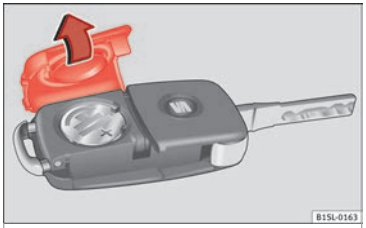

Fig. 30 Vehicle key: battery compartment cover
- Remove the cover from the back of the vehicle key ››› Fig. 30 in the direction of the arrow ››› ❗.
- Fit the battery compartment cover, pressing in the direction of the arrow as shown ››› Fig. 30 until it clicks into place.